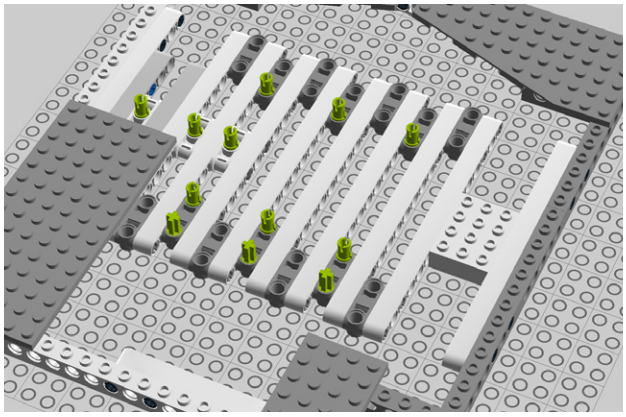

Figure 8-33. *Step 28: Adding a bunch of pegs*
28. Add nine connector pegs and three cross connectors to the 3M beams with pegs (Figure 8-33).